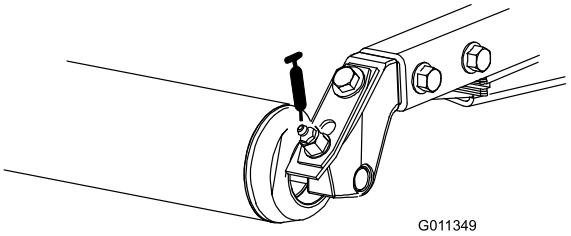

**Figur 42**
- Bakre rullager (2 per klippenhet) (Figur 42)